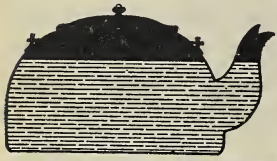

Fig. 4. Water seeks its level
17. Water seeks its level. We can understand this clearly by means of a simple experiment. Fill a teakettle with water, and notice the level of the water inside the teakettle and inside the spout (Fig. 4). The water in both is at the same level. Water has risen in the spout until it is exactly as high as the water in the kettle. That is, water seeks its own level.